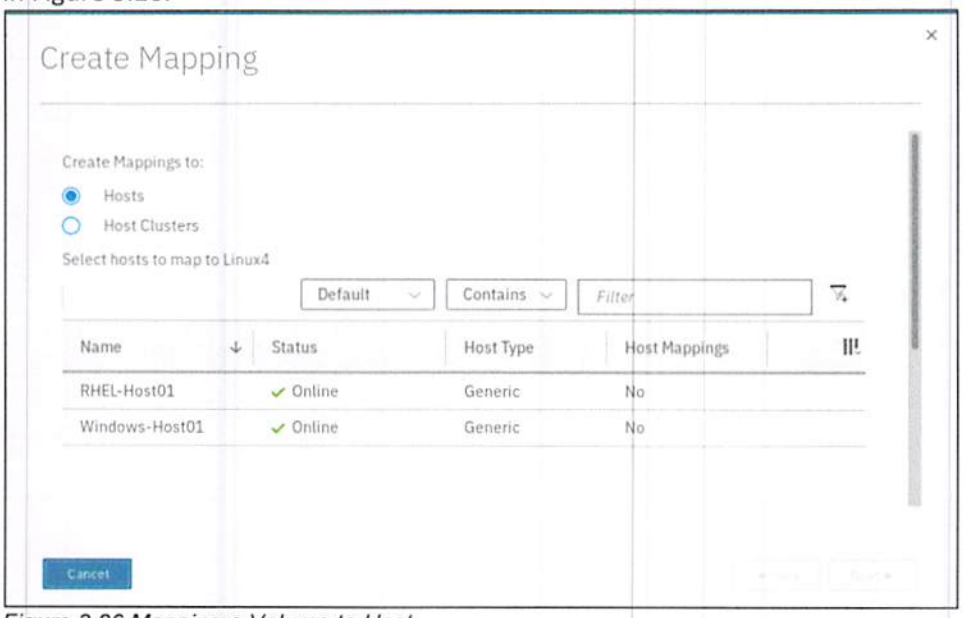

Figure 3.26 Mapping a Volume to Host
3. A Create Mapping window opens. In this window, indicate whether the volume needs to be mapped to a host or host cluster, select the wanted host or host cluster, and whether you want system assigned SCSI ID or self-assigned, as shown in Figure 3.26.